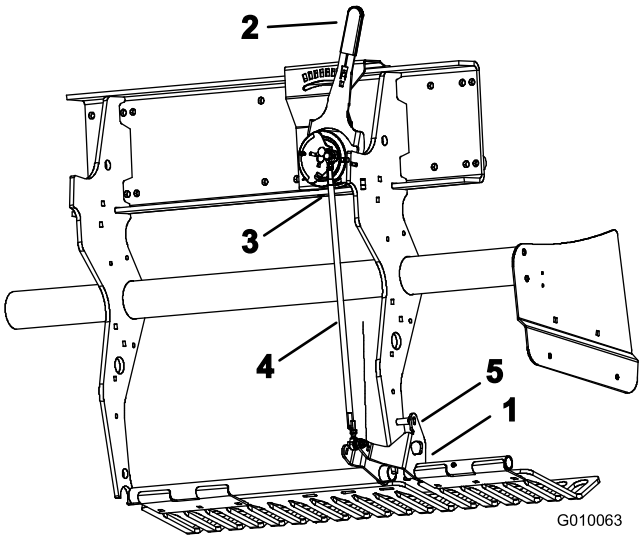

**Rysunek 58**
1. Obracaj lewy wspornik montażowy osłony od darni (Rysunek 58) w górę, aż trzpień blokujący (kołek lub śruba nawiercana 5/16) można będzie włożyć między wspornik i rurę ustawiania głębokości przyspawaną do ramy.
2. Ustaw dźwignię głębokości (Rysunek 58) w położeniu H (najgłębiej).
3. Odłącz zewnętrzny przełącznik kulowy (Rysunek 58) od wiązki przewodów (przełącznik opuszczania głowicy).
4. Odkręć przeciwnakrętki (lewą i prawą) cięgna regulacji głębokości (Rysunek 58).